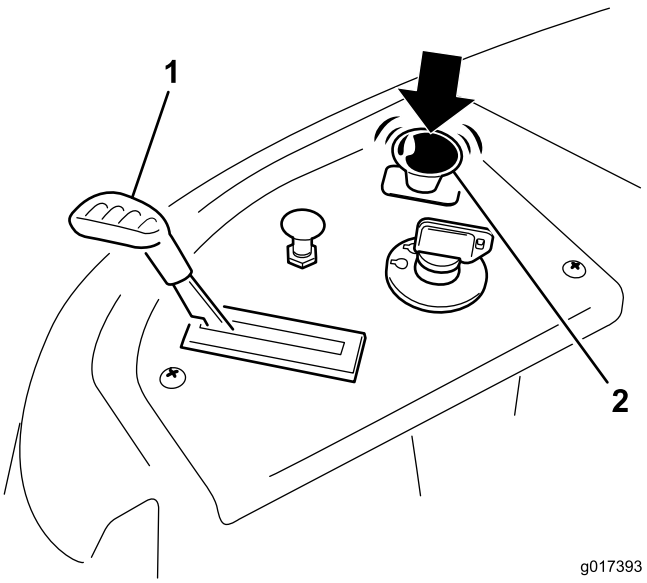

Figur 12
2. Koppla ur knivarna genom att ställa in knivreglaget på det avstängda läget (Figur 12)